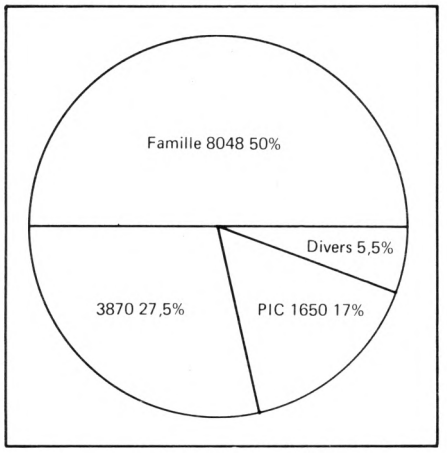

Fig. 3. - Marché du micro-ordinateur 8 bits en 1981 (total de pièces : 29 millions).
▶ Les micro-ordinateurs de la famille 8048 (8021, 8022, 8048, 8049, 8051, 8070, 8748, 8749, 8751) sont actuellement les plus utilisés **(fig. 3)** : 14,5 millions de pièces (AMD, Futjisu, Intel, National Semiconductor, Nec, Philips, Toshiba). Suivent le 3870 avec huit millions de pièces